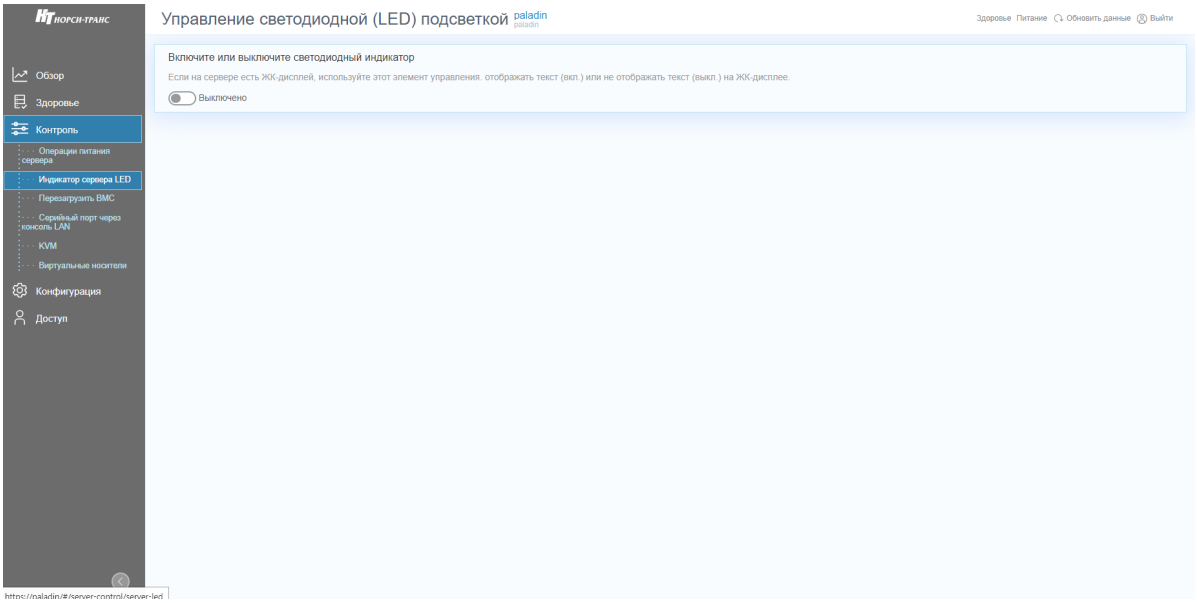

Рис. 69. Окно «Индикатор сервера LED»
3) Пройдите во вкладку «Контроль» → «Индикатор сервера LED» в данной вкладке осуществляется управление светодиодом идентификации сервера в серверной стойке. В поле «Включите или выключите светодиодный индикатор» установите переключатель в активное положение чтобы включить светодиод индикации сервера. Окно показано на рис. 69 Окно «Индикатор сервера LED».